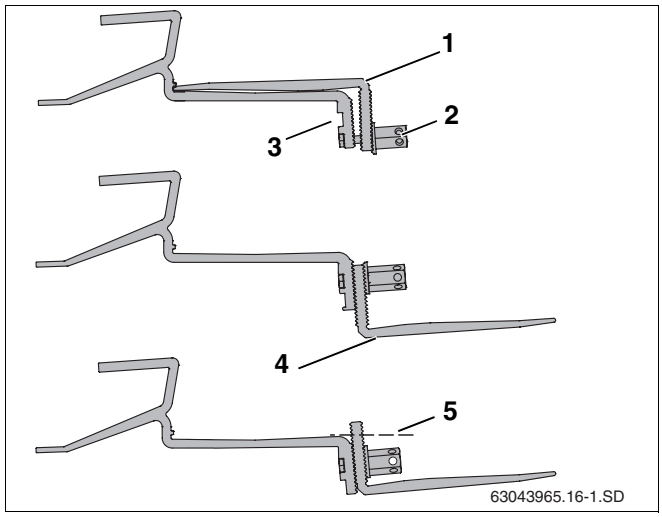

Rys. 14 Zamocowanie haka dachowego na krokwi
W przypadku niektórych pokryć dachowych może być konieczne podłożenie deski/belki pod dolną część haka dachowego (rys. 14, **poz. 4**), aby góra haka przylegała do dachówki.
- Poluzować długą nakrętkę sześciokątną (rys. 14, **poz. 2**).
- Włożyć śrubę do górnego otworu (rys. 14, **poz. 3**).
- Luźno przymocować dolną część haka dachowego (rys. 14, **poz. 1**). Jeszcze nie dociągać połączenia.